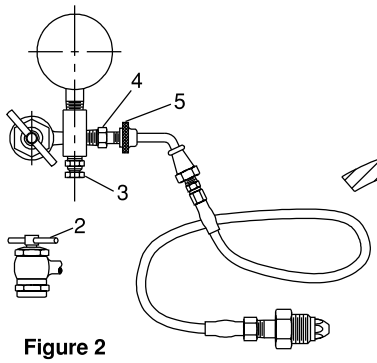

Figure 2
(AA) Remove gas valve guard (A) and secondary seal (B) from the accumulator. Refer to Figure 2.